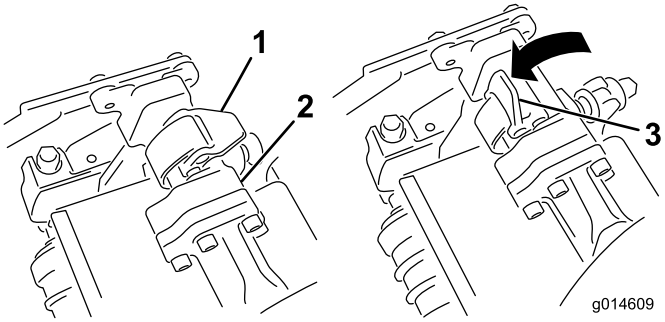
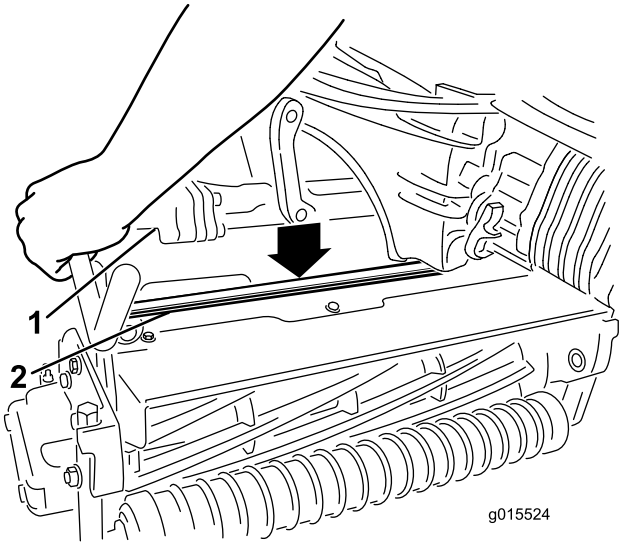

Figur 13
Figur 14
9. Åpne låsene på hjulopphengsarmbøylen slik at de peker opp (dvs. at de er åpne)(Figur 13, og trykk hjulopphengsarmen ned så bøylen ligger over klippeenheten (Figur 14).
10. Skyv låsene ned og rundt klippeenhetsbøylen og lås dem slik at de sitter på plass(Figur 13).